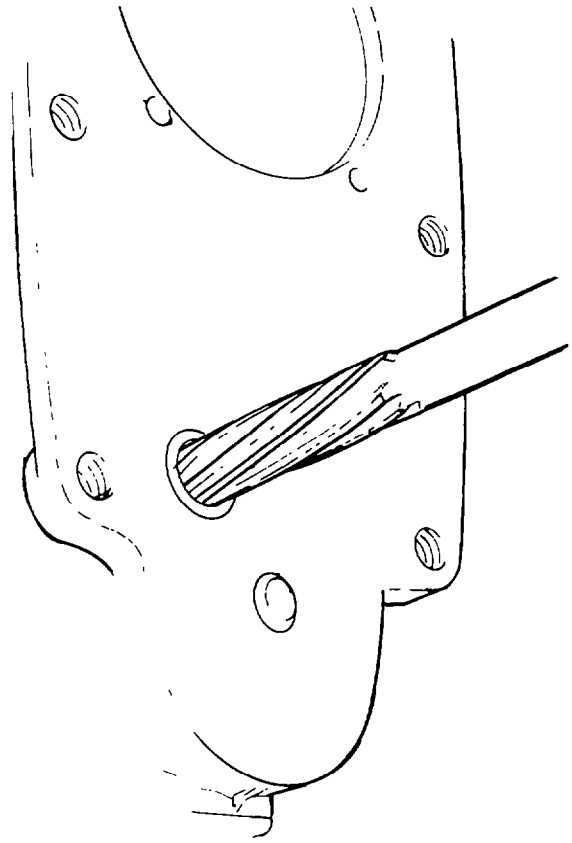

Fig. 101 — Reaming Bushings
k. Install the retaining ring (item 59) into the groove in the shutoff shaft (item 56).
l. Install new control rack bushings (item 76) as follows:
3. Line ream the bushings with TSE 76247 reamer (see fig. 101).